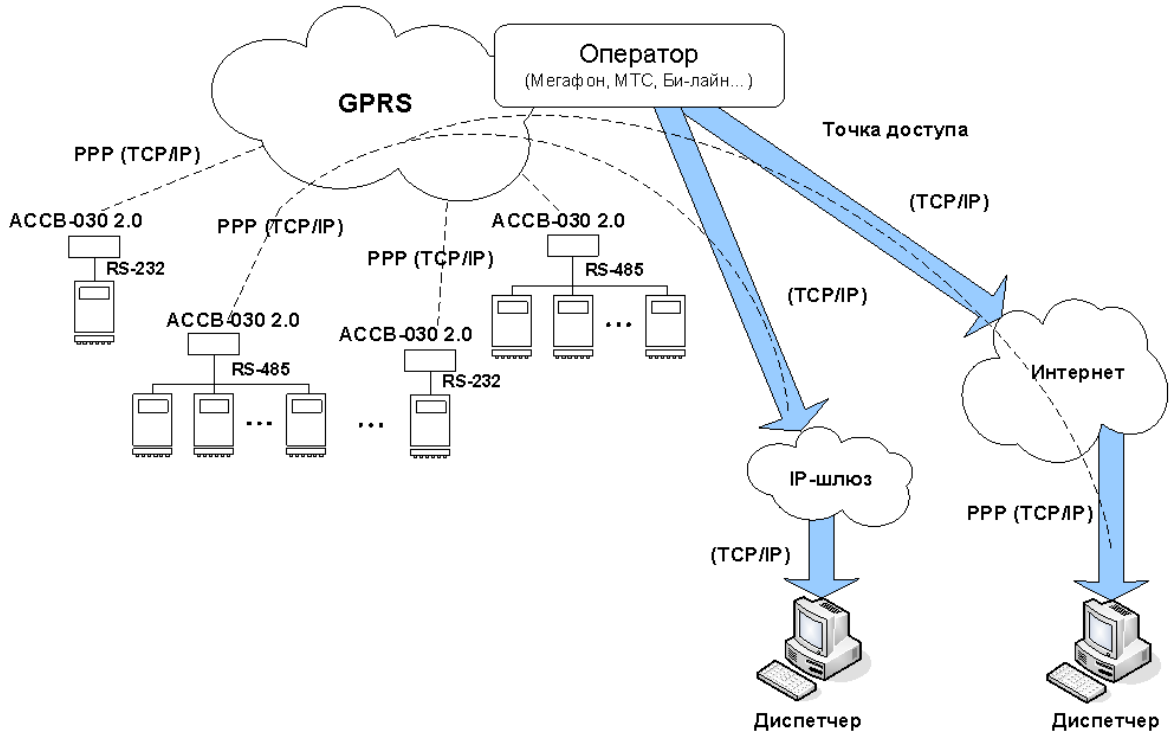

Рис.3. Схема организации обмена на основе EGPRS.
1.4.2.4. Основное назначение услуги GPRS (*General Packet Radio Service*) – это обеспечение выхода мобильных устройств в Интернет (рис.3).